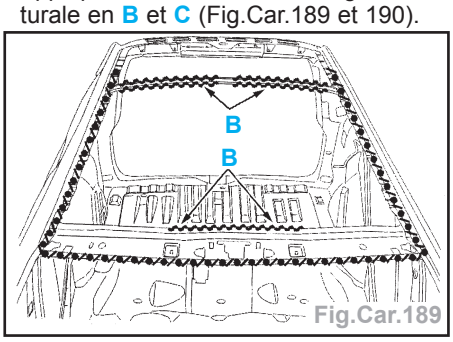

Fig.Car.189
- Appliquer une colle de calage structurale en **B** et **C** (Fig.Car.189 et 190).